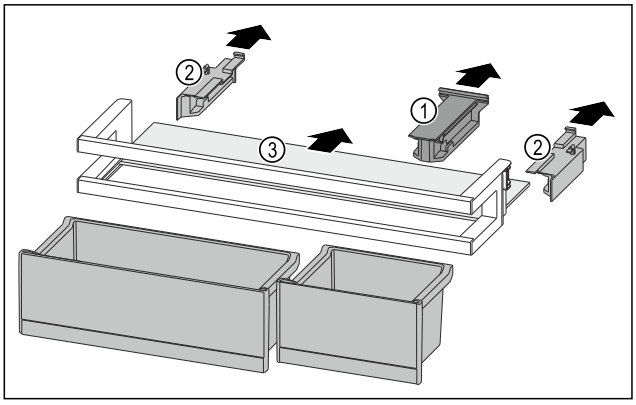

Fig. 210
▶ Pull off the holding part *Fig. 210 (1)*.
▶ Pull off the side parts *Fig. 210 (2)*.
▶ Remove the shelf *Fig. 210 (3)*.